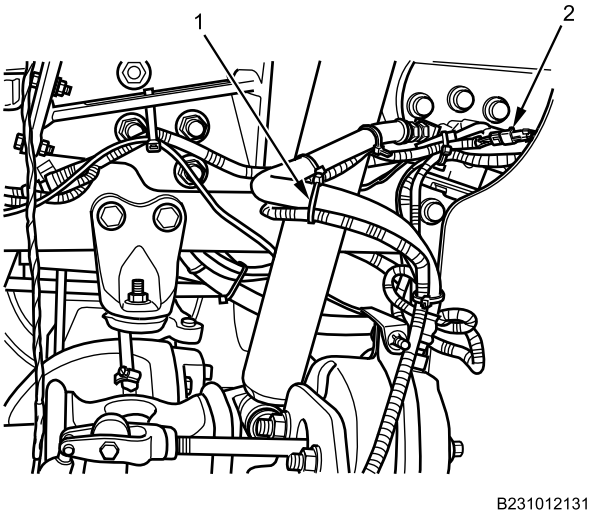

Figure 7. Left Antilock Brake System (ABS) Sensor Disconnected.
8. Disconnect ABS sensor electrical connector (Figure 7, Item 2), remove cable lock straps (Figure 7, Item 1) as necessary, and position connector aside. Discard cable lock straps.